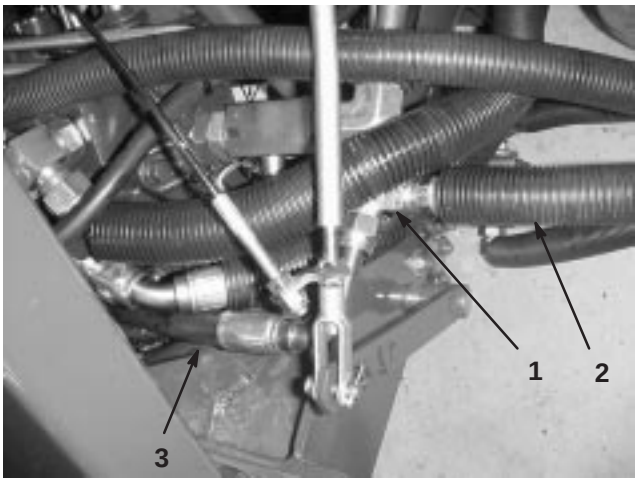

Figure 3
11. On the right end of the main control valve, disconnect the return hose for the No. 1 (center) cutting unit. Install the tee fitting onto the return manifold and connect the No. 1 cutting unit return hose to the tee fitting (Fig. 3).